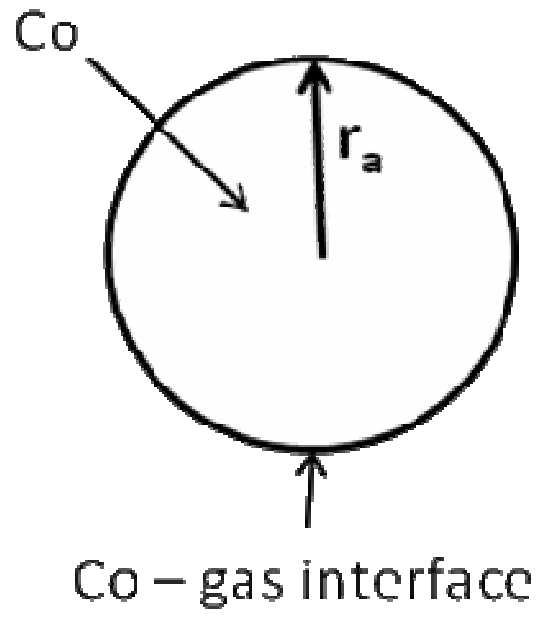

Fig. 1
Catalyst (e.g. cobalt) is often used in the form of solid nanoparticles that have a spherical structure (fig.1). The reduction in size of the catalyst increases catalytic activity significantly. The unwanted side-reaction however involves the oxidation of the catalyst:
2.2 Calculate the equilibrium constant for reaction (1) when the cobalt catalyst is dispersed in the form of spherical particles (Fig. 1) of radius:
(b) spherical nanoparticles with r_a = 1 nm (Fig. 1).